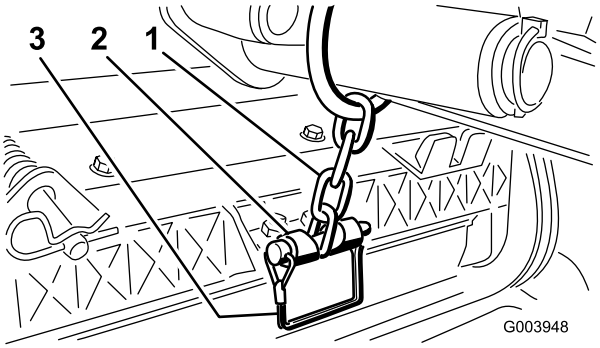

Figur 12
12. Fäst lyftarmens kedja på kedjefästet med låsstiftet (Figur 12). Använd så många kedjelänkar som rekommenderas i *bruksanvisningen* till klippenheterna.